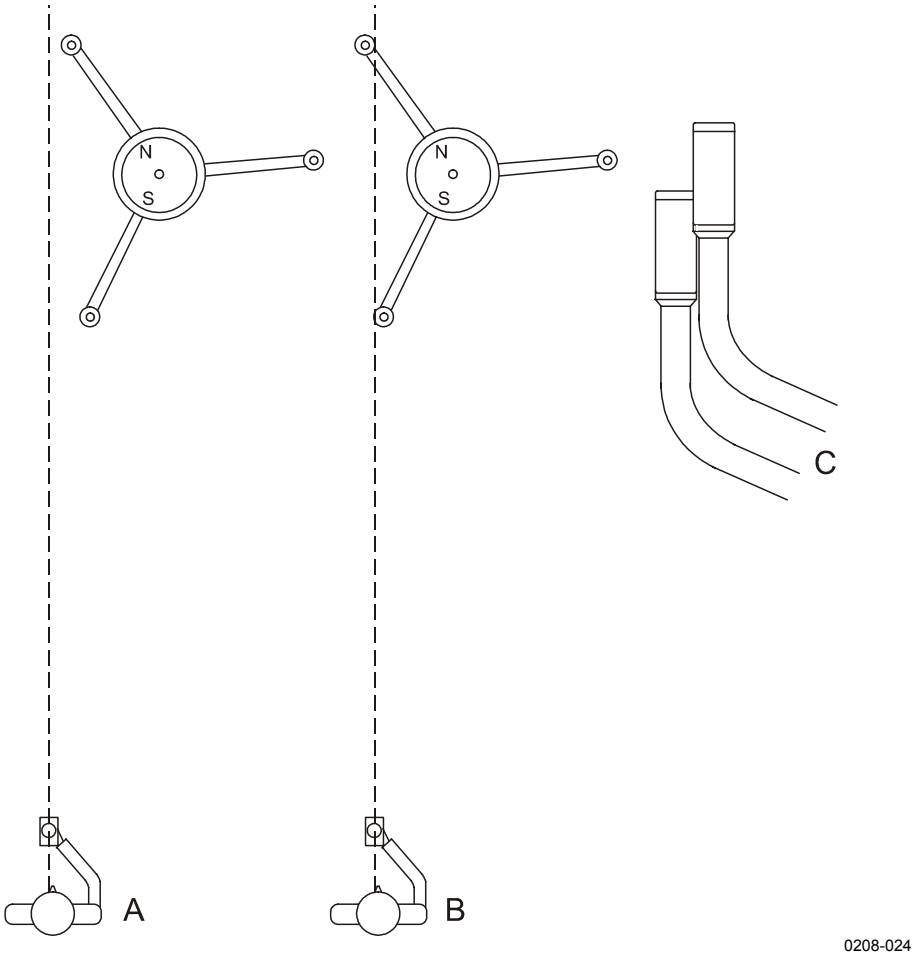

Figure 7 Adjusting the N-S Heads
1. Use the compass to determine that the N-S transducer heads of the ultrasonic wind sensor are exactly in line with the compass. Adjust the heads by moving them to the left or right. For the correct ground position of the installer, see Figure 7 on page 27.
The following letters refer to Figure 7 above.